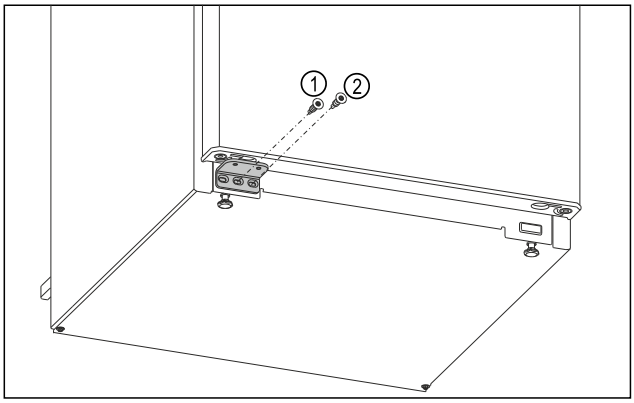

Fig. 17
- ▶ Затяните центральный винт опорного кронштейна *Fig. 17 (1)* отверткой Torx 20.
- ▶ Затяните внутренний винт опорного кронштейна *Fig. 17 (2)* отверткой Torx 20.